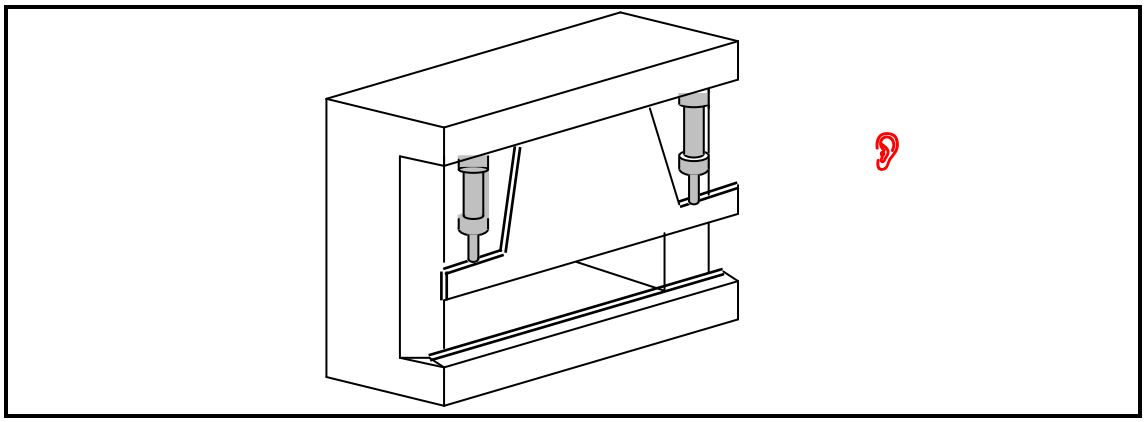

FIGUUR 2
3.3 Bestudeer FIGUUR 2 van 'n guillotine wat twee silinders gebruik en die volgende bedryfsinstruksies het:
3.3.1 Teken 'n volledig benoemde hidrouliese werkkring deur IEC-simbole te gebruik vir die toepassing wat in FIGUUR 2 getoon word. (10)